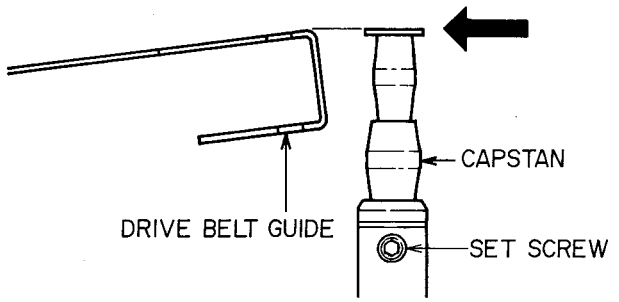

Fig. 1
3) Bring the Drive Belt Guide and Capstan to the same height, than tighten set screw. (See Fig. 1)